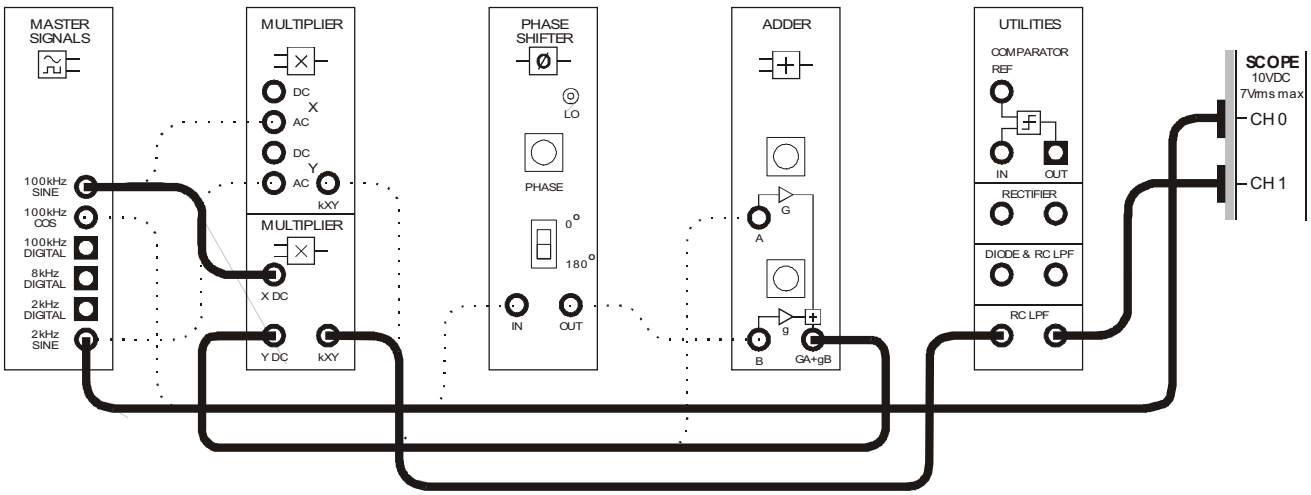

Figure 13
33. Modify the set-up as shown in Figure 13 below.